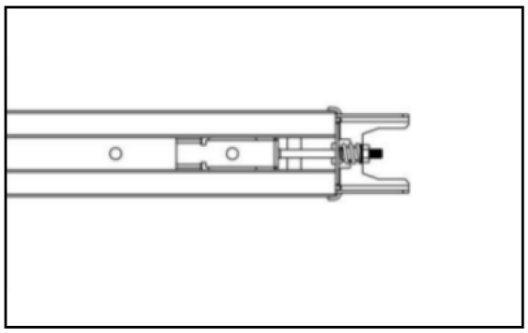

Figur 10
4. Dra åt muttern till rätt läge som visas i figur 10, klipp av plasttejpen, klipp av plastgängan på kedjehjulet och montera sedan hela skenan färdigt.